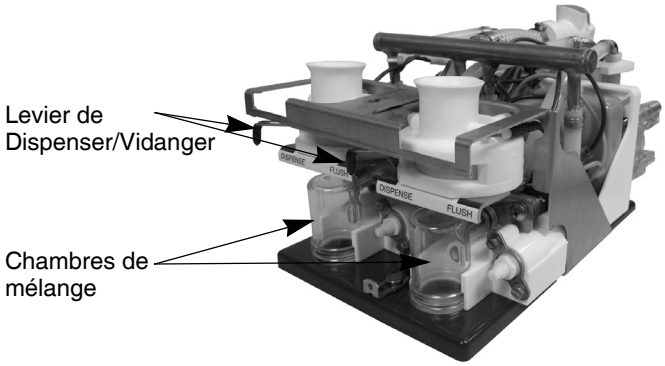

Figure 7. Plate-forme avec leviers de dispenser / vidanger
1. Déplacer tous les leviers de distribution / rinçage (situés sur l'assemblage de la plate-forme dans l'armoire réfrigérée) à la position de rinçage. Placer une tasse vide sur le plateau d'égouttement en dessous de chaque buse de distribution (Figure 7).